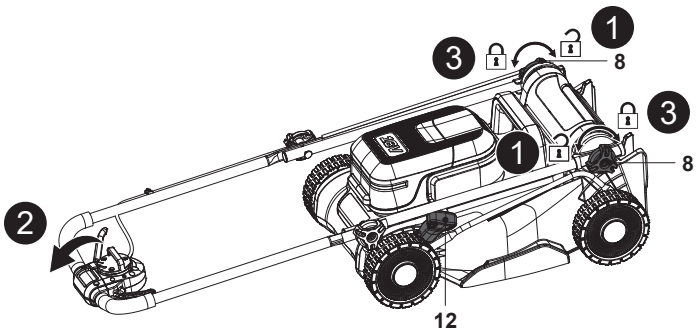

**Fig. 22**
1. Apague la máquina y extraiga la batería (24) antes de almacenarla.
- Retire el recogedor de hierba (7)/accesorio triturador (23).
- Sitúe la palanca de ajuste de la altura de corte (12) en la posición más baja.
- Afloje los dos mandos de bloqueo (8), pero no los quite; a continuación, pliegue por completo el conjunto del manillar (Fig. 22, pasos 1 y 2).
- Para fijar el conjunto y evitar que se despliegue cuando almacene el producto en posición vertical, gire los dos mandos de bloqueo (8) (Fig. 22, paso 3).